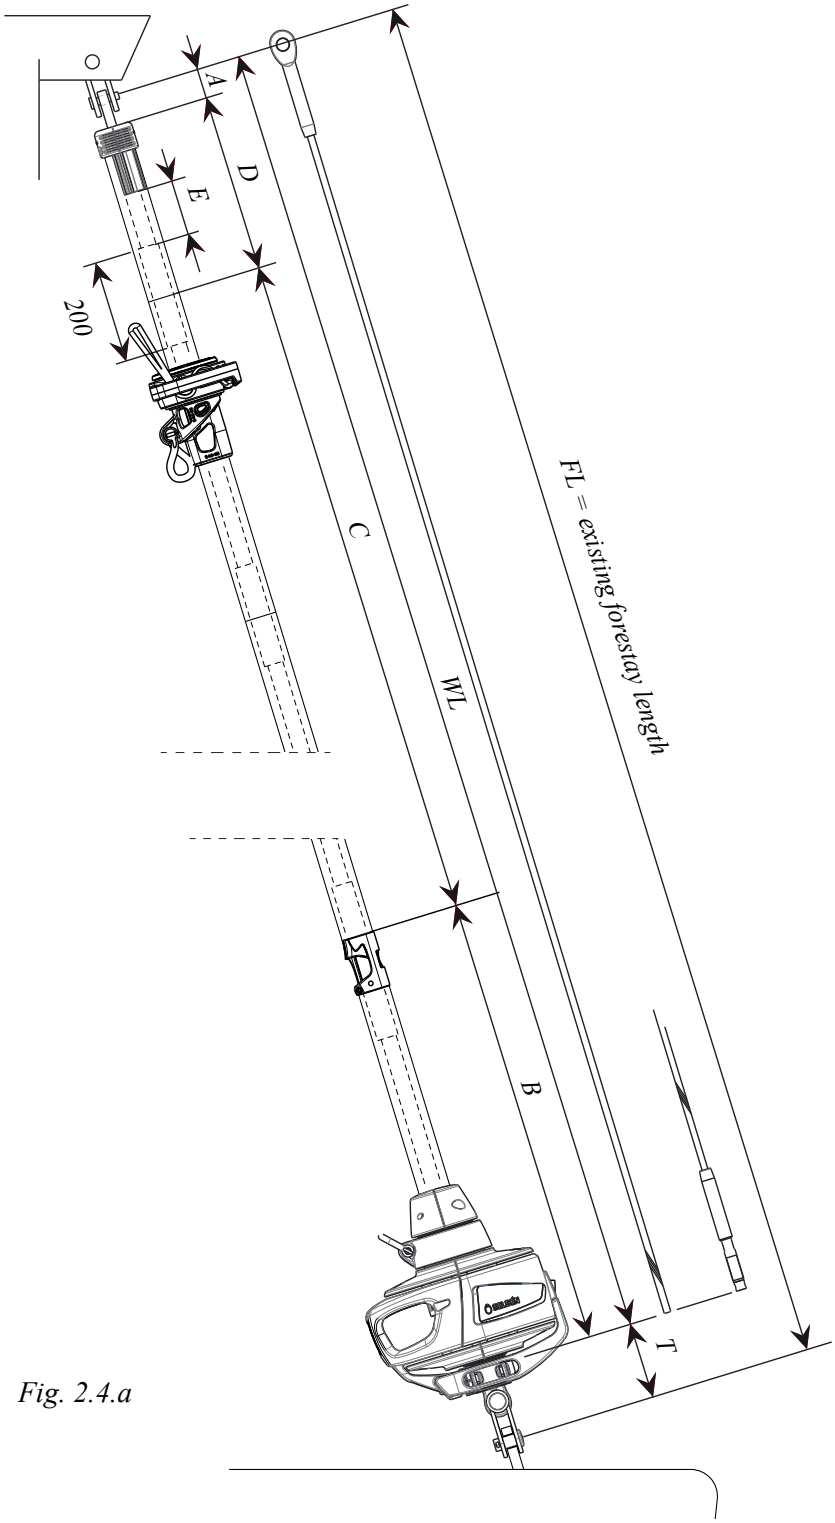

Fig. 2.4.a
If a stud-terminated stay is to be manufactured by a local rigger it is important to note that WL in this case equals the length of the finished stay, from eye to end of stud, as shown in fig. 2.4.a. WL is calculated in table 1.
<tr><td>FL</td><td>Existing forestay length (FL), including rigging screw (See fig. 2.4.a)</td><td></td><td>10 000</td></tr>
<tr><td>WL</td><td>Cutting measurement. The new forestay wire is to be marked at this point. (For stays with swaged stud, WL equals the length of the finished stay as shown in fig 2.4.a. and NOT the cutting length)</td><td>=</td><td>= 9850</td></tr>